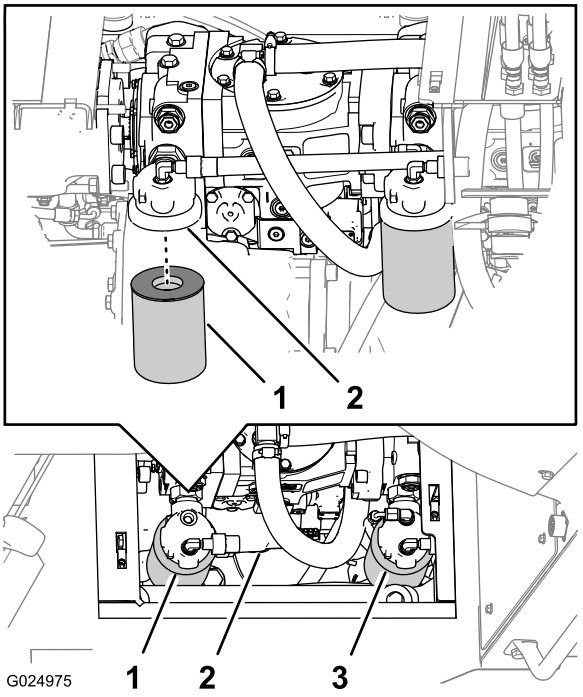

Figura 110
Nota: É possível acessar o filtro de carga hidráulica por baixo da parte direita da máquina, atrás do reservatório hidráulico (Figura 110).
2. Posicione um recipiente sob o filtro de carga hidráulica (Figura 110).
3. Gire o filtro de carga hidráulica no sentido anti-horário e remova o filtro (Figura 110).